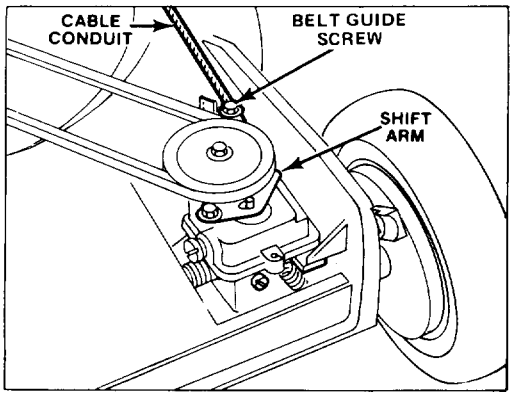

Figure 19
3. ADJUSTMENT (Fig. 19) – Loosen belt guide screw until cable conduit slides. Move handle-mounted wheel drive control to DISENGAGE detent. Move shift arm toward clamp screw and hold in place. Pull cable conduit to remove slack and tighten guide screw.